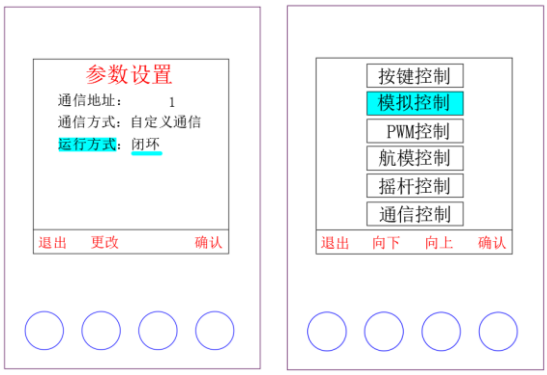

图 6.47 外部模拟量闭环控制的运行模式和控制方式选择界面
- 运行模式可通过按键操作进入参数设置界面进行切换。如**图 6.47**。
- 控制方式可通过按键操作进入模式选择界面进行切换。如**图 6.47**。